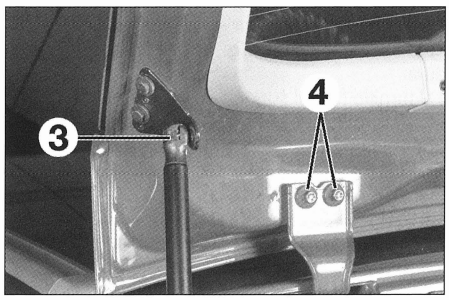

FIG. 70
• Desengrapar los cilindros (3) **(fig. 70)** de los 2 lados.